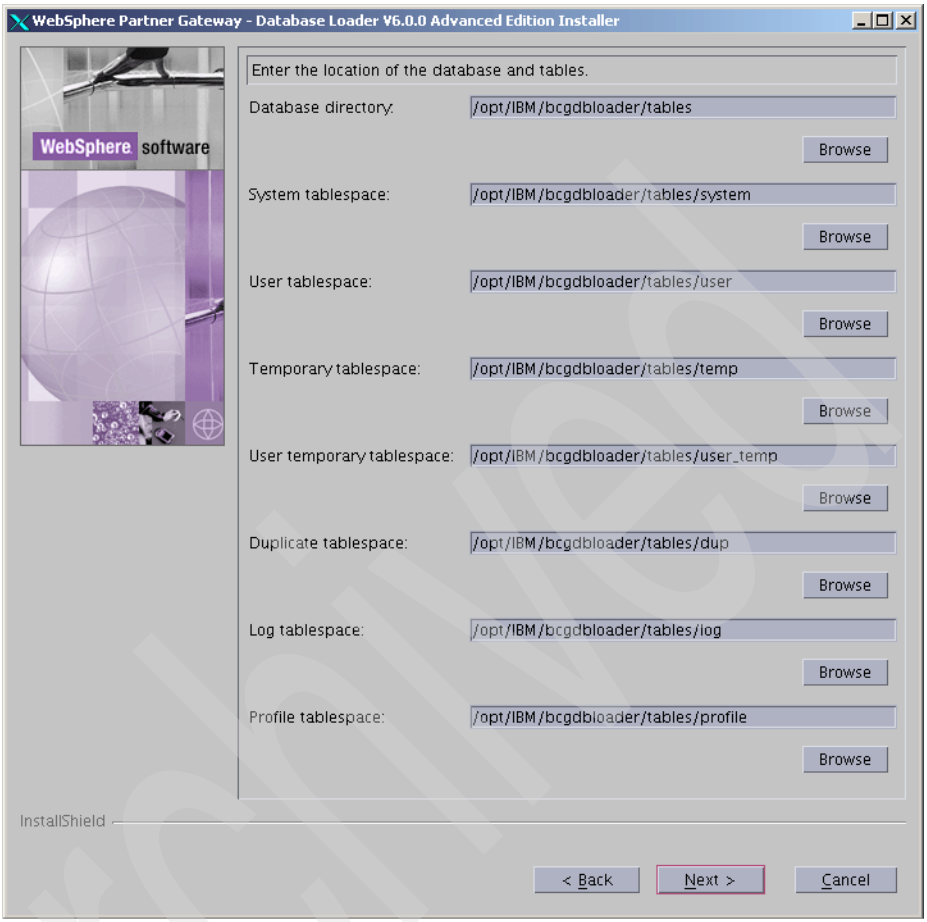

Figure 6-4 Tablespace location information
8. In the next window (Figure 6-4 on page 119), provide the location information to store the data. As explained earlier, the WebSphere Partner Gateway tables are grouped in categories that are mapped to tablespaces. For optimal performance, allocate directories of different disks for the main tablespaces. The presented default values are fine for an initial setup of the product. Click **Next**.